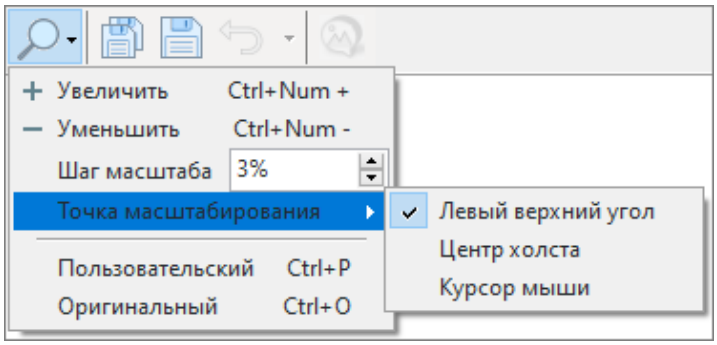

Рисунок 6-451 Контекстное меню "Точка масштабирования"
- ***«Точка масштабирования»*** – вызов контекстного меню (см. Рисунок 6-451) определения точки масштабирования, где доступны варианты: «левый верхний угол» (значение по умолчанию), «центр холста», «курсор мыши»;